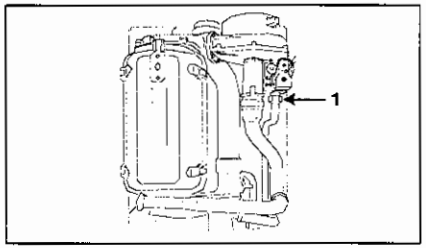

afb. 38 Gaskoppeling demonteren
- Demonteer de gaskoppeling tussen de gasleiding en de gas/luchteenheid (afb. 38, **pos. 1**).